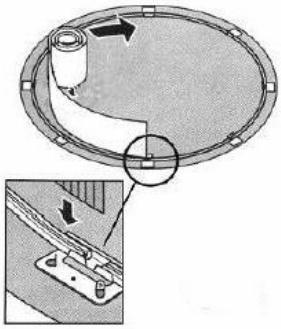

fig. 16
a) Empezar a desenrollar la pared colocándola en la guía inferior curvada azul (PCA) fig. 16. El principio de la pared debe de colocarse sobre la placa base (T1) lo más centrada posible de esta forma cuando cerramos el círculo y pongamos los tornillos, estos quedarán ocultos por la columna.